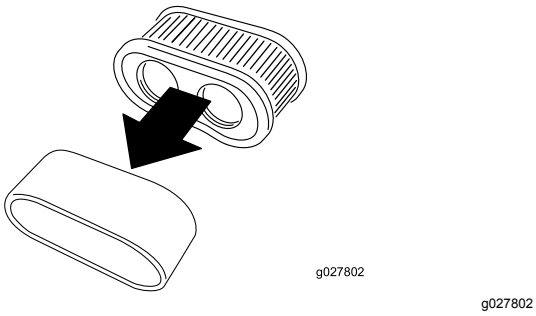

Figuur 43
5. Scheid het schuim- en papierelement (Figuur 43).